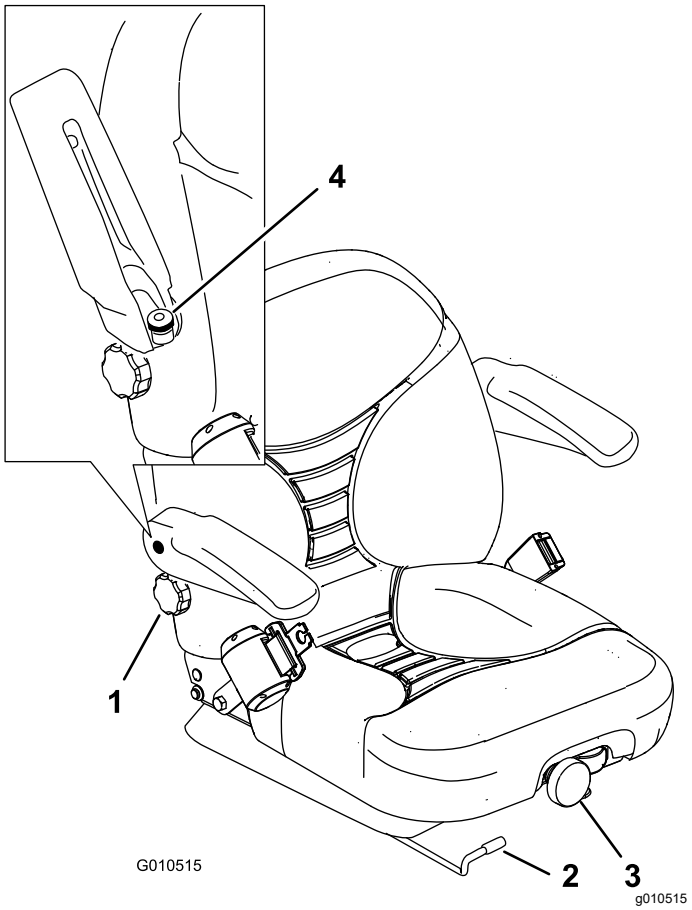

Figur 34
1. För spaken i sidled för att låsa upp sätet (Figur 34).
Justera genom att vrida den främre ratten i endera riktningen för att uppnå bästa bekvämlighet (Figur 34).
Justera genom att vrida ratten under det högra armstödet i endera riktningen för att uppnå bästa bekvämlighet (Figur 34).
Höj armstödet och vrid på ratten i endera riktningen för att uppnå bästa bekvämlighet (Figur 34).